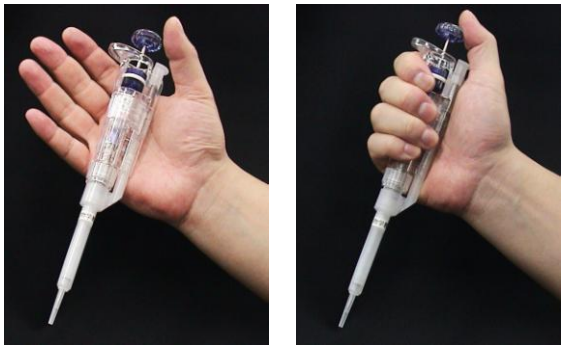

図３．マイクロピペッターの持ち方
③マイクロピペッターは、図３のように片手でしっかり握りこむように持ち、親指でプッシュロッドを操作する。[注3]